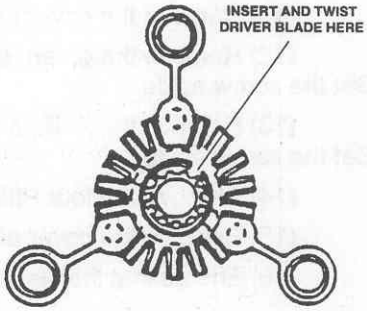

Figure 3-46. Electrical contact retaining ring.
(23) Move the heat dissipation plate along the wiring sleeve to expose the electrical contact retaining ring illustrated in figure 3-46.